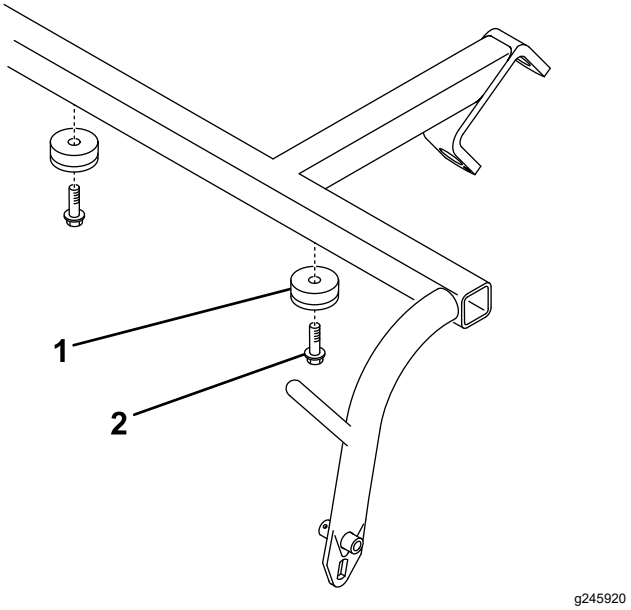

Figura 3
5. Fissate 2 paraurti sul sottoscocca del telaio di trazione con 2 viti autofilettanti (Figura 3).